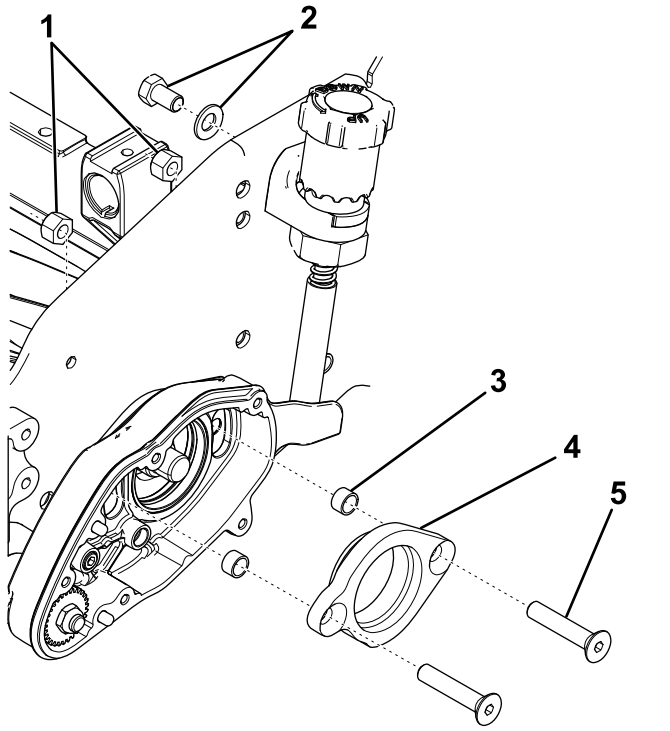

Bild 3
6. Nehmen Sie die Schraube und Scheibe ab, mit denen das Einstellungshandrad an der Seitenplatte befestigt ist (Bild 3).
7. Entfernen Sie die Senkschrauben, Sicherungsmuttern und den Lageradapter vom Groomergehäuse (Bild 3).
8. Entfernen und werfen Sie die Distanzstücke weg (Bild 3).